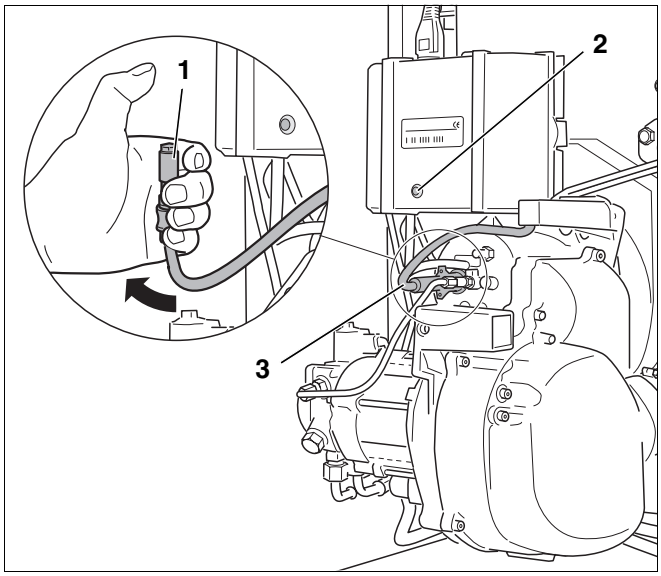

Afb. 25 Werking van de fotocel controleren
- Trek de fotocel, wanneer de brander draait, aan de voorziene plaats uit de houder (afb. 25, **pos. 3**).
- Houd de fotocel tegen het licht (afb. 25, **pos. 1**). Wanneer de brander weer start, moet er een uitschakeling door storing plaatsvinden.
- Ontgrendel na een wachttijd van ca. 30 seconden de branderautomaat door de ontstoringstoets (afb. 25, **pos. 2**) in te drukken.